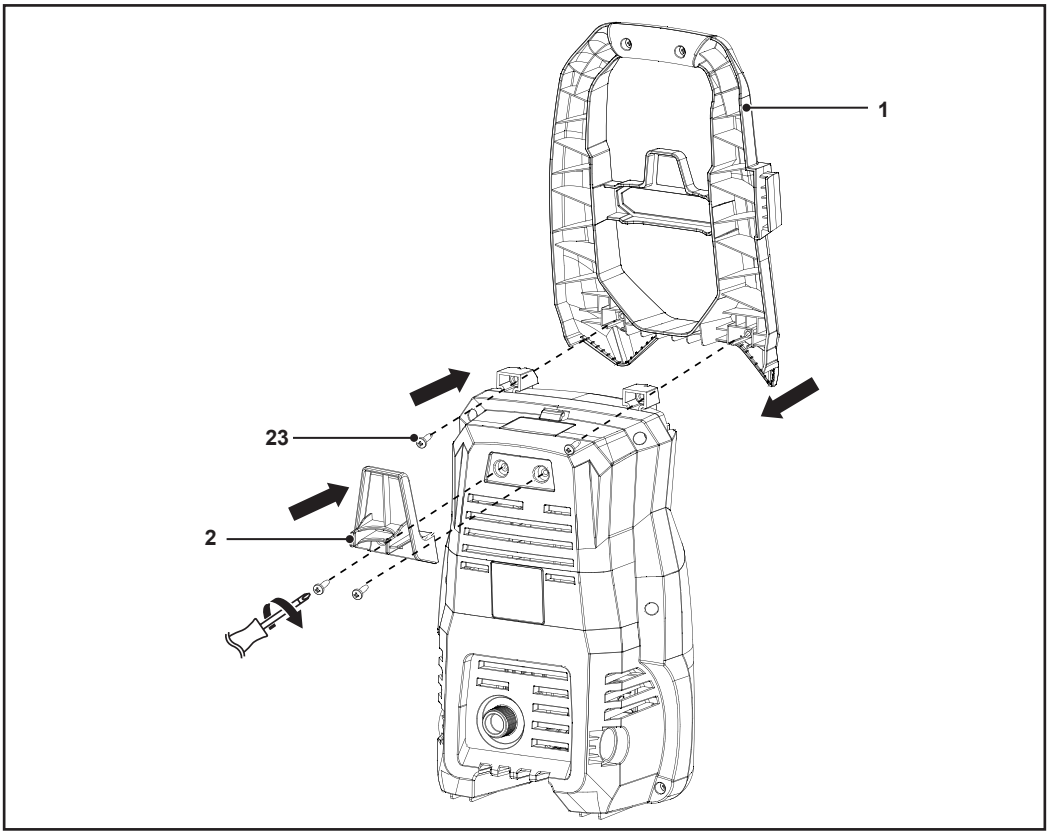

Rys. 1
1. Użyć 4 wkrętów (23), aby zamocować uchwyt (1) i haczyk na przewód zasilania (2) na urządzeniu (rys. 1).